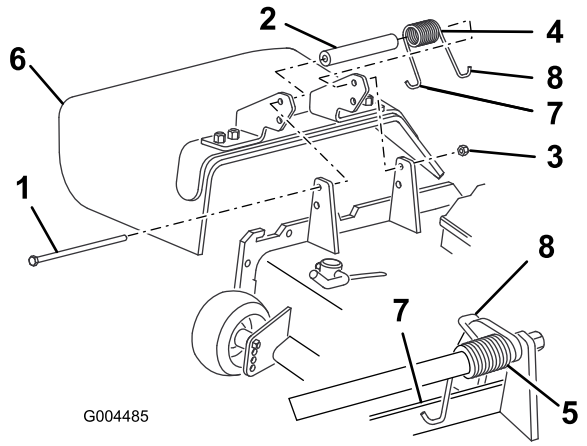

Figur 71
2. Ta bort låsmuttern, bulten, fjädern och distansbrickan som håller fast gräsriktaren på tappfästena (Figur 71). Ta bort den skadade eller slitna gräsriktaren.
3. Sätt distansbrickan och fjädern mellan den nya gräsriktarens fästen (Figur 71). Sätt fjäderns vänstra J-formade ände bakom däckkanten.
Obs: Se till att fjäderns vänstra J-formade ände sitter bakom däckkanten innan du fäster bulten i enlighet med Figur 71.
4. Montera bulten och muttern. Placera fjäderns högra J-formade ände runt gräsriktaren (Figur 71).